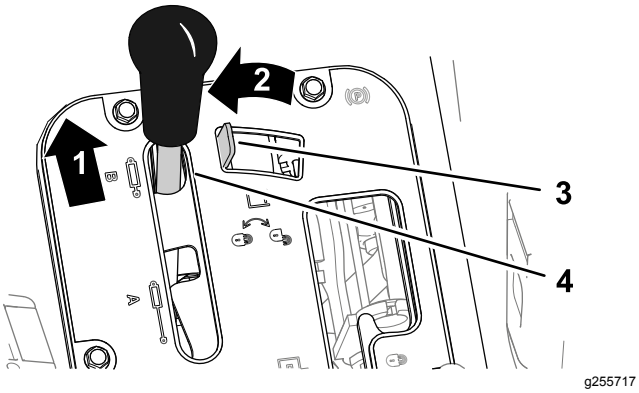

Figur 36
1. Skub det hydrauliske løftegreb frem (Figur 36).
2. Flyt låsen til det hydrauliske løftegreb til venstre for at aktivere låsen (Figur 36).